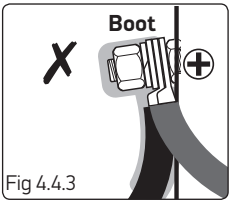

Fig 4.4.3
- Terminal or motor is damaged. Contact Lewmar Limited (Fig 4.4.3).